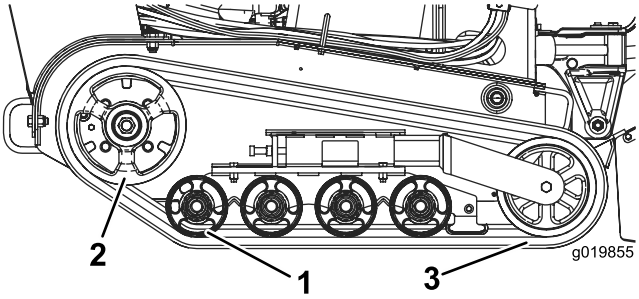

Figur 46
Viktigt: Rengör hjulen och drevet helt och hållet (Figur 46).
8. Börja vid drevet och dra det nya larvbandet runt det. Kontrollera att tapparna på larvbandets insida passar in mellan distansbrickorna på drevet (Figur 46).
9. Tryck in larvbandet under och mellan de bakre och mellersta väghjulen (Figur 46).